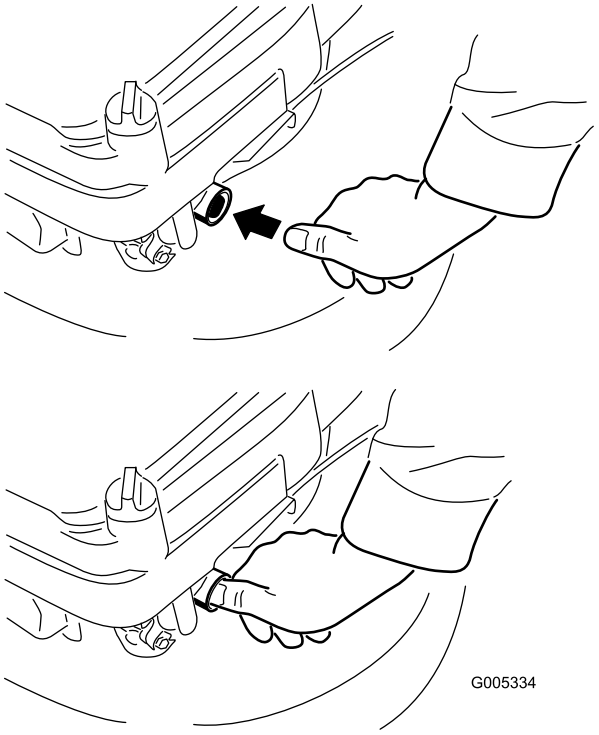

Figuur 11
2. Druk met uw duim de hulpstarter krachtig in (Figuur 11).